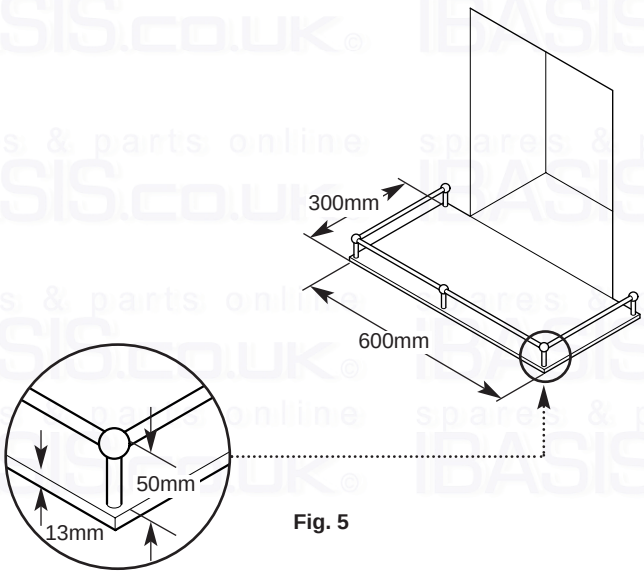

Fig. 5
3. Alternatively, a fender rail or upstanding edge of 50mm (2in) height can be fitted to the periphery of the 13mm ($^{1}/_{2}$in) non-combustible hearth (Fig. 5).